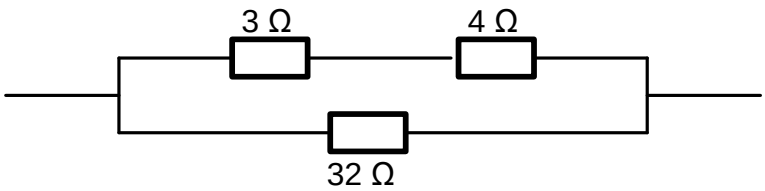

FIGUUR 2
Bereken die totale weerstand van die kring wat in FIGUUR 2 hier bo getoon is. (3)
9.3 Noem TWEE faktore wat die weerstand van die geleier sal beïnvloed. (2)